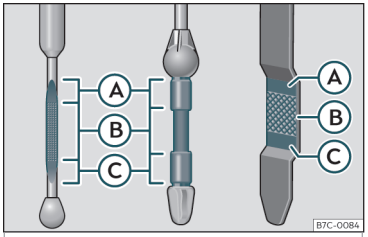

Fig. 204 Asta di misurazione livello olio motore.
– In seguito, estrarla di nuovo e controllare il livello dell'olio››› **fig. 204**. Se necessario, procedere al rabbocco.
• Quando il livello raggiunge almeno la zona ››› fig. 204 Ⓑ, avvitare attentamente il tappo del bocchettone di rifornimento ››› ❗.
Se il livello dell'olio si trova al di sopra della zona››› fig. 204 Ⓐ, non avviare il motore. Pericolo di danni al motore e al catalizzatore! Rivolgersi presso un'officina specializzata.
Il livello dell'olio non deve in nessun caso essere al di sopra dell'area››› fig. 204 Ⓐ. L'olio in eccesso potrebbe altrimenti essere aspirato attraverso lo sfiato del basamento ed essere liberato nell'atmosfera attraverso l'impianto di scarico.